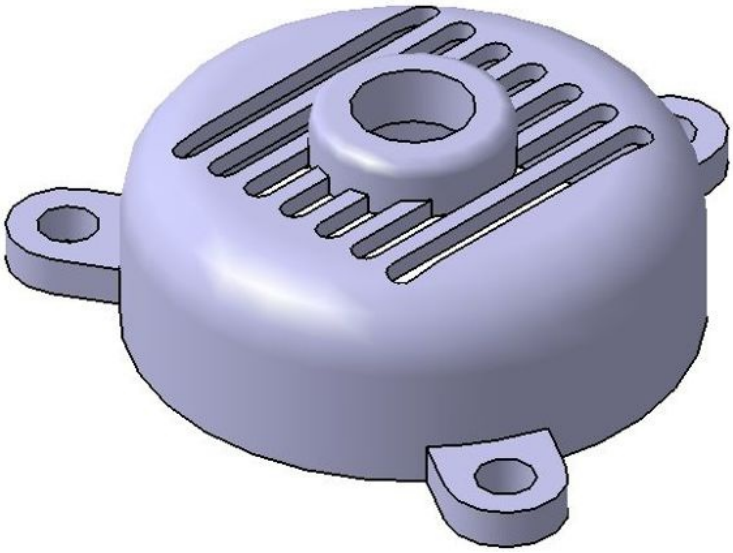

Figure 8-108 *Final model of the Motor Cover*
g. Create the remaining features of the model, refer to Figure 8-108.
2. Next, apply the fillet and pocket features to the model. The model after creating all features is shown in Figure 8-108.